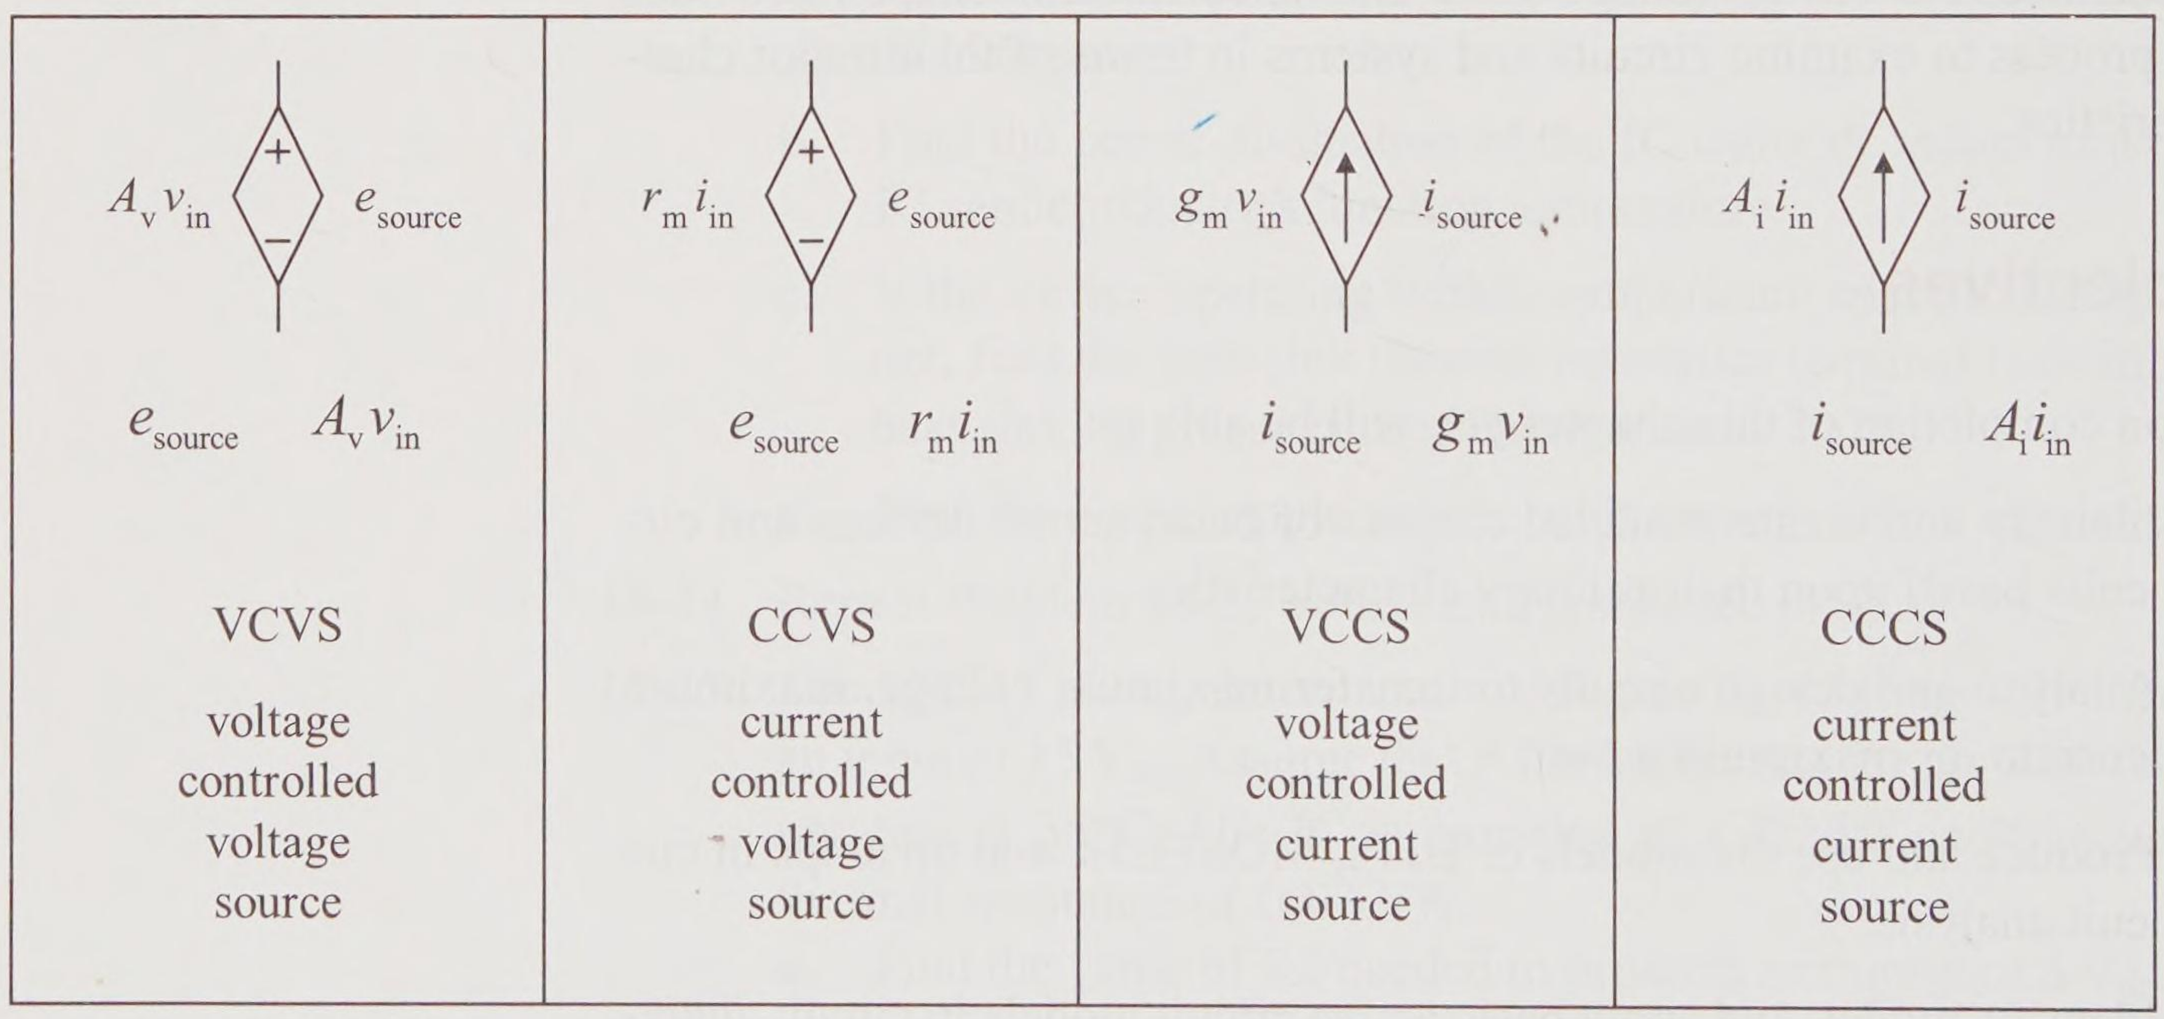

Figure 19-1 Ideal dependent source models
A **dependent source** depends on another variable. The dependent source can be a *voltage source* or a *current source*. The controlling variable, called the **independent variable**, can be a controlling voltage or a controlling current. For example, the output voltage of an op amp depends upon the controlling input voltage of the op amp. The symbols of Figure 19-1 represent the four basic ideal **dependent source models**:
rent controlled input. The last two letters of the abbreviation indicate the type of dependent source, that is, **VS** for a dependent **voltage source** or **CS** for a dependent **current source**. Thus, VCVS is a voltage controlled (VC) voltage source (VS). The corresponding dependent relationship is shown with each schematic symbol in Figure 19-1 where the constant multipliers of the dependent sources are